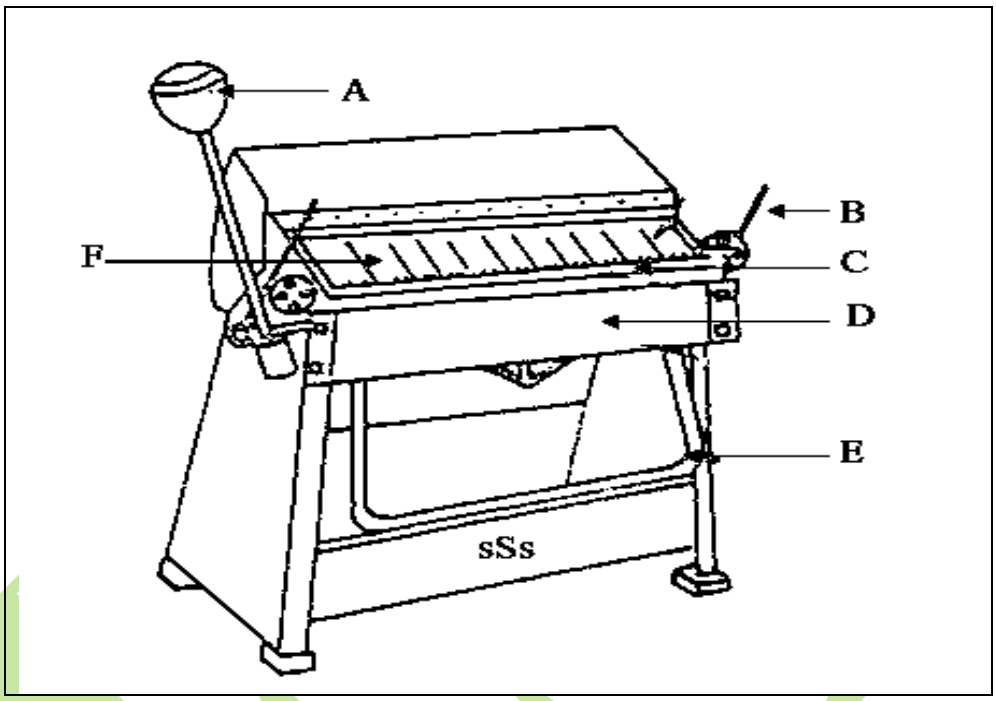

FIGUUR 1 (6)
1.1 FIGUUR 1 toon ‘n kas- en panvoumasjien. Benoem die items soos aangedui op die skets en skryf die antwoord slegs langs die letter (A–F) in die ANTWOORDBOEK neer.